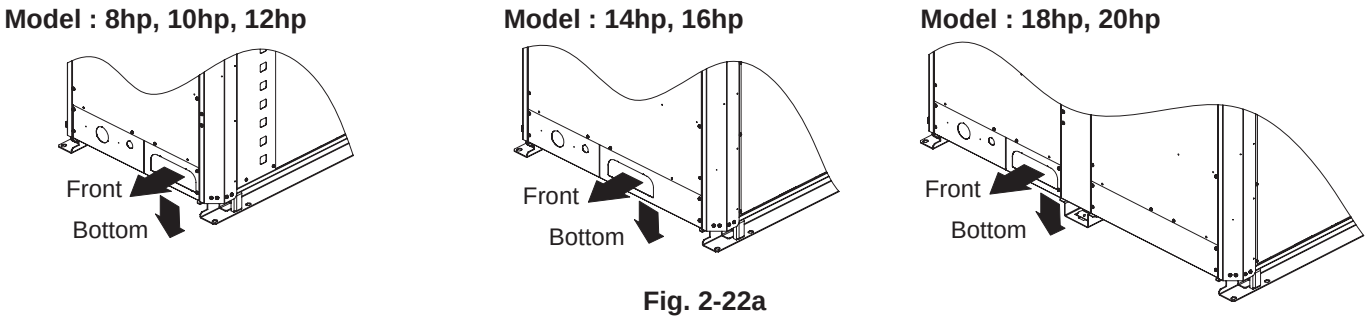

Fig. 2-22a
- The tubing can be routed out either from the front or from the bottom. (Fig. 2-22a)